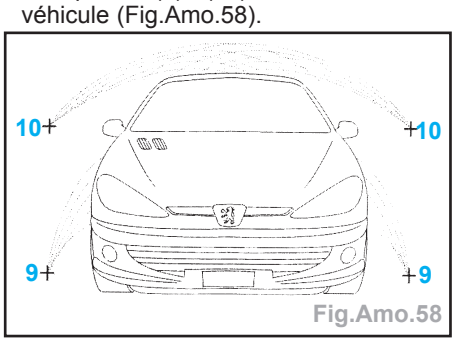

Fig.Amo.58
- Les points (9), (10) sont latéraux au véhicule (Fig.Amo.58).